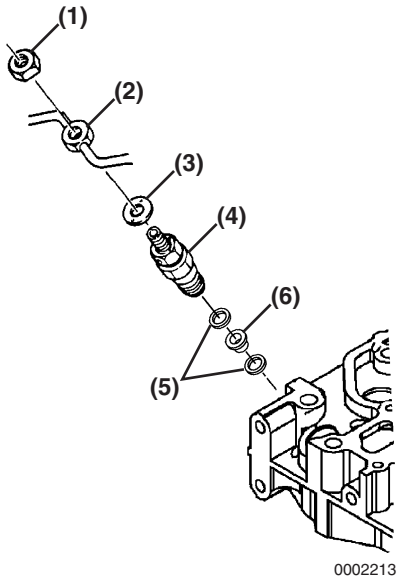

Figure 7-30
4. Remove nut **(Figure 7-30, (1))**. Remove the fuel return line **(Figure 7-30, (2))** and copper washer **(Figure 7-30, (3))** from the fuel injectors. *See Removal of Fuel Return Line on page 7-12.*
5. Remove the fuel injectors **(Figure 7-30, (4))**.
6. Remove the injector nozzle gaskets **(Figure 7-30, (5))** and protector **(Figure 7-30, (6))** from the cylinder head.